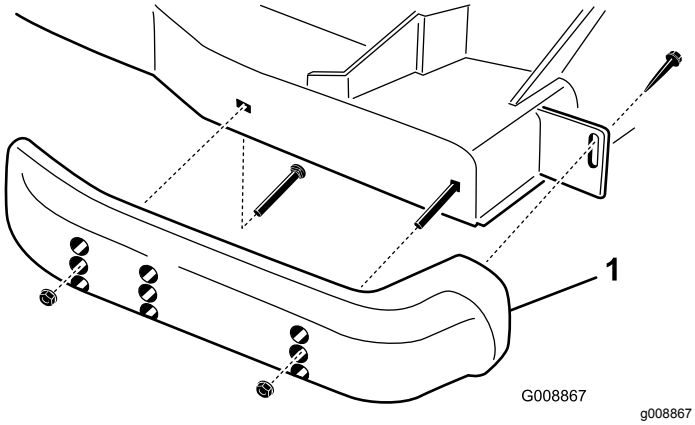

Figur 28
1. Løsn skruen forrest på hver glider (Figur 28).
2. Afmonter flangehovedboltene og møtrikkerne på hver glider (Figur 28).